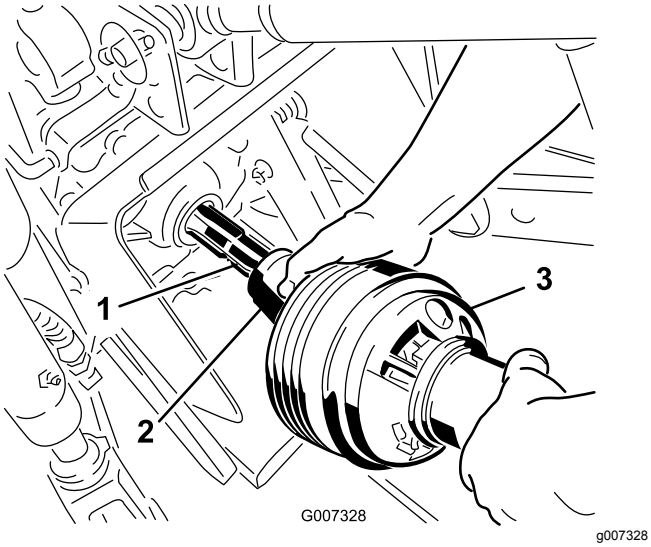

Figuur 24
3. Sluit de aftakas aan op de aftakas van de tractie-eenheid (Figuur 24).